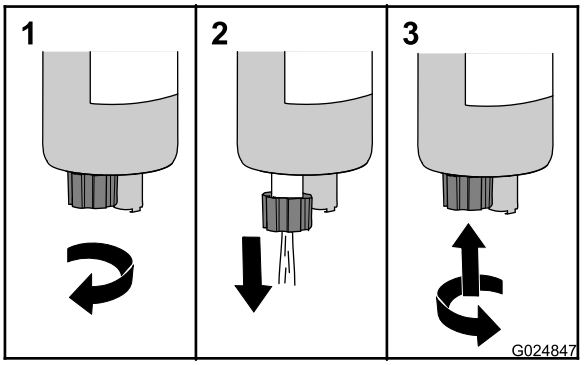

Figure 22
3. Tournez le robinet de vidange dans le sens antihoraire d'environ 3,5 tours jusqu'à ce qu'il se détache du séparateur eau/carburant (Figure 22).
4. Vidangez l'eau et le sédiment du séparateur jusqu'à ce que le carburant soit visible (Figure 22).
5. Soulevez le robinet et vissez-le dans le sens horaire à la main (Figure 22).